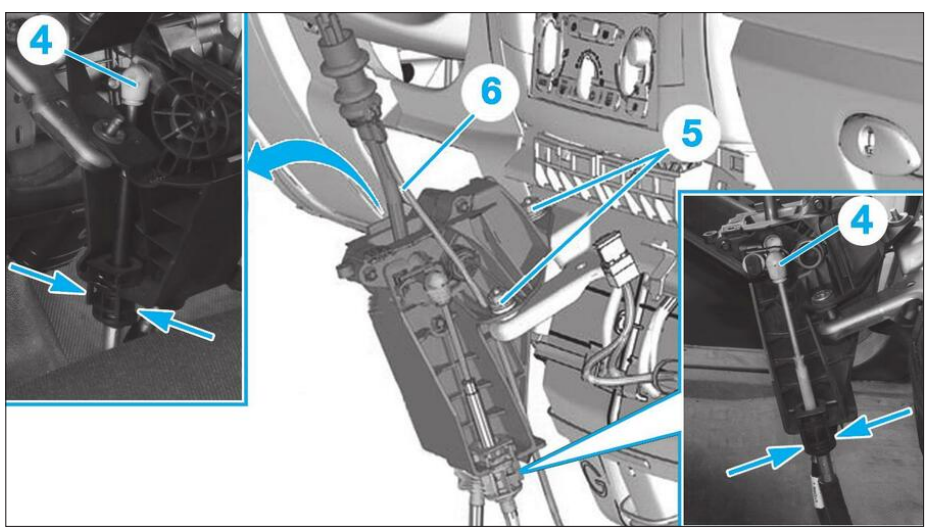

**Fig. 9**
• Désaccoupler les rotules (4) **(Fig.9)**.
- les trois écrous (5) du levier de commande,
- le câble du dispositif de marche arrière (6),